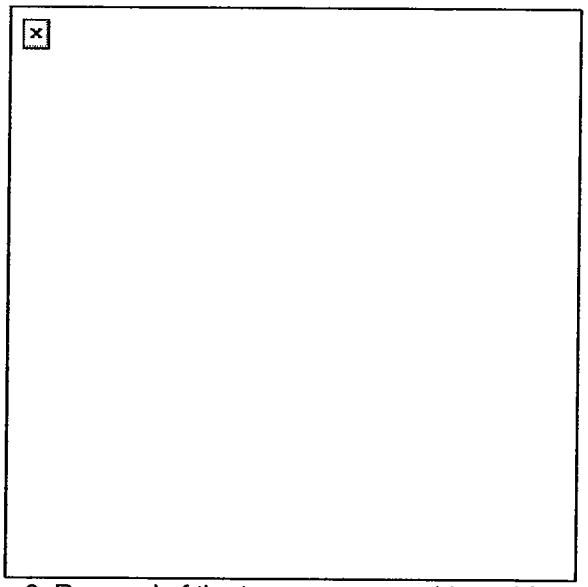

Figure 9. Removal of the top cover assembly and feed tray.
(1) Pivot the tray that holds the feed slide assembly out of the top cover.
(2) Move the feed slide assembly to line up the tabs with the slots in the tray.
(3) Lift upward on the feed slide assembly.
f. Remove the top cover assembly and feed tray (Figure 9).